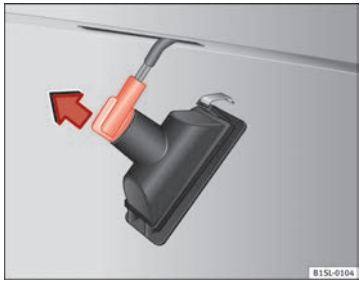

Fig. 159 Feu de plaque d'immatriculation : démonter le porte-ampoule. ▶
4.	Tournez le support d'ampoule **dans le sens contraire des aiguilles d'une montre** et retirez-le dans le sens de la flèche ⇒ fig. 159.
6.	Placez le support d'ampoule sur l'éclairage de la plaque minéralogique et appuyez dessus dans le sens contraire à la flèche jusqu'en butée ⇒ fig. 159.